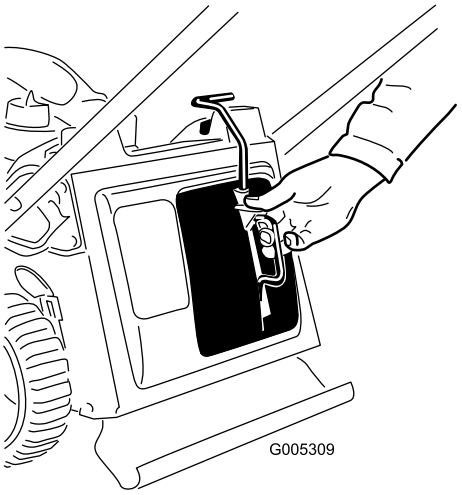

Figuur 25
1. Verwijder de recycleplug (Figuur 25).